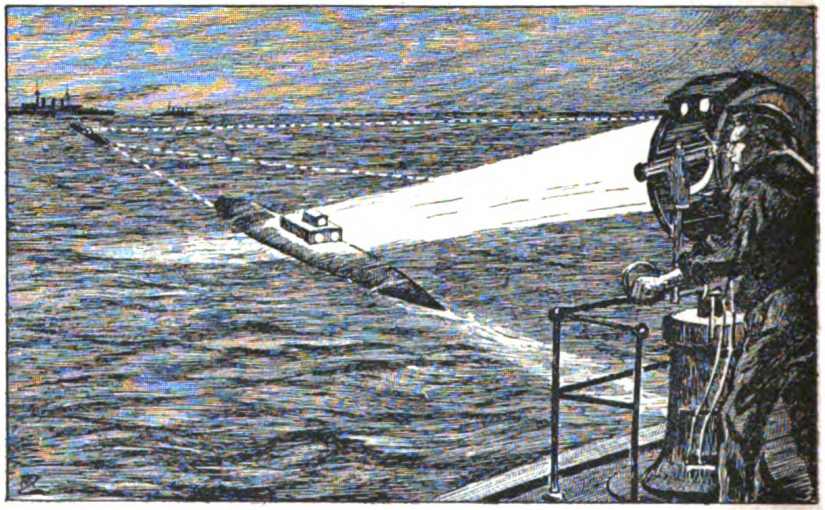
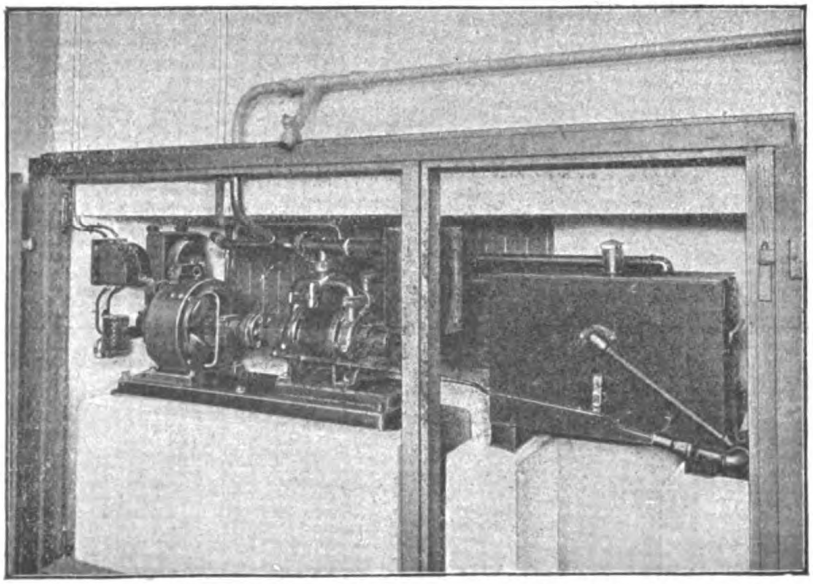

Abb. 2. Darstellung der Lenkbarkeit des Torpedos mittels des Scheinwerferlichts.
Abb. 1. Feststehende 5pferdige Entstäubungspumpe, aufgestellt im Kellergeschoß einer Druckerei.
Diese merkwürdige Eigenschaft des Selen bildet die Grundlage der Hammond-Meißnerschen Erfindung und unsere Abb. 1 zeigt, wie sie sie sich zunutze machten. Die Lichtstrahlen (1) treffen auf die an den oben auf dem Torpedo befestigten Kästchen (6) angebrachten Linsen (2 u. 4) und gehen durch sie hindurch. Dort stoßen sie auf die in den Kästchen angeordneten Selenzellen (3 u. 5) und erwecken sie zur Tätigkeit, wodurch wiederum der einer Batterie entnommene elektrische Strom eingeschaltet wird und den Motor (7) in Bewegung setzt, dessen Welle (8) in entsprechender Weise mit dem Vertikalruder des Torpedos verbunden ist. Manche Einzelheiten der Erfindung sind natürlich noch Geheimnis ihrer Urheber, aber es läßt sich an Hand des Gesagten doch schon erkennen, daß diese Lösung der Lenkbarkeitsfrage manches für sich hat. Wie die Sache in der Praxis aussieht, zeigt Abb. 2. Wir sehen hier im Hintergrund die feindlichen Schiffe, deren eines der Torpedo treffen soll. Die weißpunktierten Linien zeigen an, wie der Scheinwerfer mit dem Torpedo geht, d. h. sein Strahlenbündel ständig auf die „Augen" des Geschosses gerichtet hat. Rechts der Matrose am Scheinwerfer beobachtet durch das Fernrohr den Lauf des Torpedos und korrigiert seine Bahn durch entsprechende allmähliche Drehung und Hoch- oder Tiefstellung seines Scheinwerfers. Dank der Lichtempfindlichkeit der Selenzellen wird der Torpedo bald willig dem gewiesenen Weg folgen. Dieser Weg wird immer so angelegt sein, daß das bedrohte Schiff in der Mitte der Längsseite, wo sich bekanntlich die Maschinen befinden, getroffen wird. Von besonders einleuchtendem Vorteil erscheint bei Anwendung dieser Erfindung vor allem, daß künftighin Führung und Mannschaft des den Torpedo lanzierenden Schiffes der schwierigen Berechnungen enthoben wären, die bisher erforderlich waren, um ihn sein Ziel richtig und vollwirkend erreichen zu lassen. Wo Licht ist, gibt es aber auch Schatten. Er tritt auch hier nicht unerheblich in die Erscheinung und besteht einmal in einer bisher noch nicht beseitigten Unzuverlässigkeit des Selens, das neben seiner angenehmen auch einige unangenehme Eigenschaften besitzt, auf die hier näher einzugehen sich jedoch erübrigt. Eine andere Schattenseite dürfte sodann darin bestehen, daß der Scheinwerfer zum vorzeitigen Verräter wird und den Gegner veranlaßt, sich dem Angreifer zu entziehen. Auch dürfte die Lichtquelle den feindlichen Schnellfeuergeschützen in sehr vielen Fällen ein dankbares und sicheres Ziel bieten. Für die Unterseeboote käme als weiterer Nachteil noch hinzu, daß sie solche lenkbare Torpedos nur in Überwasserfahrt abfeuern könnten. Schließlich hat man auch darüber noch nichts gehört, ob und wie sich das Hammond-Meißnersche System am hellen Tage bewährt.
In irgend einem kleinen Kellerraum, vielleicht unter der Treppe oder in einer Wandnische, findet die Maschinenanlage der Saugluftterzeuger (vgl. Abb. 1) seinen Platz. Die Saugluft kann sowohl durch Pumpen oder Ventilatoren wie durch Injektoren erzeugt werden; zum Antrieb dient Elektrizität, Wasser oder (seltener!) Dampf. Welche